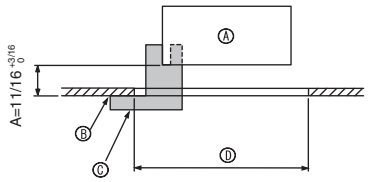

Fig. 9-2
①	Dimensiones de la rejilla	1	950 × 950 (mm), 37-3/8 × 37-3/8 pulgadas
②	Tornillo con arandela cautiva	4	M5 × 0,8 × 25
③	Plantilla	1	(Dividido en cuatro partes)
④	Remache	3
⑤	Tornillo	4	4 × 8
⑥	Tornillo	1	4 × 12
⑦	Controlador remoto cableado	1	para PLP-42BAMD
9.2. Preparación para conectar la rejilla (Fig. 9-2)
- Con la plantilla ③ que se suministra con este equipo, ajuste y compruebe la posición de la unidad en el techo. Si la unidad no está colocada en el techo de forma adecuada, podrían producirse escapes de aire o generarse una condensación.